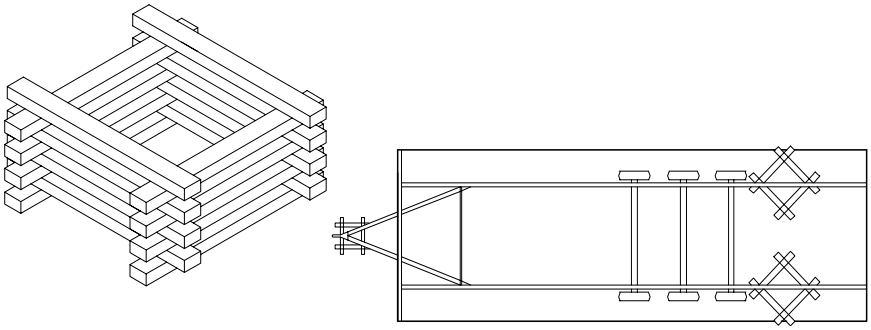

Figure 15. *Stack 4" x 6" by 5' long timbers as shown to form safety timbers. Place safety timbers under home behind axle area and under hitch.*
Utilize proper cribbing. Homes weigh several tons. No one should be under the home (whether it is moving or stationary) unless proper cribbing is in place (**Figure 15**). Failure to utilize proper cribbing may result in serious injury or death.
- Make sure adequate safety cribbing (**Figure 15**) is in place whenever the home is placed on jacks.
2. **Install cribbing**. Install safety cribbing (**Figure 15**)